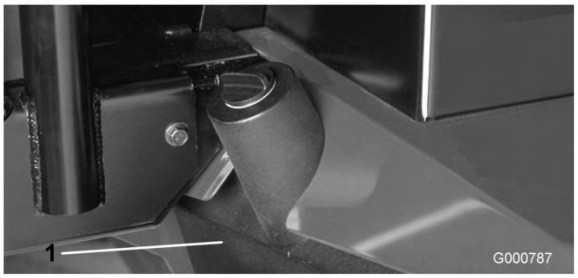

Figura 78
2. Retire o tampão de escoamento da parte de baixo do reservatório (Figura 78) e deixe o fluido hidráulico escorrer para um recipiente adequado. Volte a montar e aperte o tampão quando o fluido deixar de escorrer.